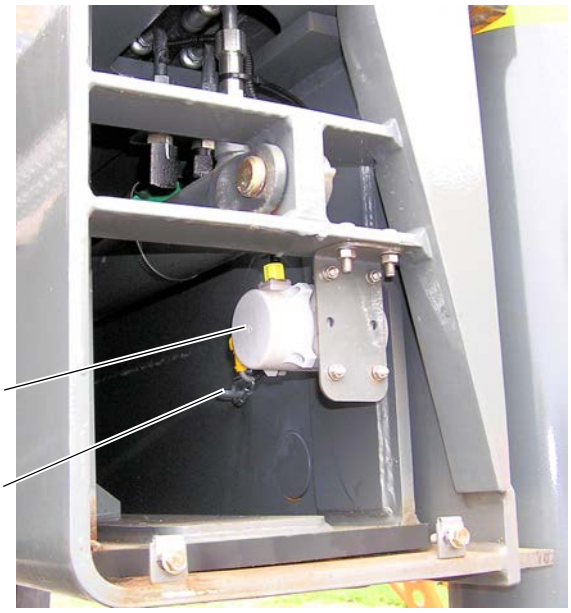

FIGURA 8-23
2. Retire la pinza de resorte del potenciómetro en serie del OMS (1) (Figura 8-23) del punto de conexión en la viga del estabilizador.
1. Instale el potenciómetro en serie dentro de la viga de estabilizador (Figura 8-23).
3. Conecte la pinza de resorte del potenciómetro en serie del OMS (1) al punto de conexión en la viga del estabilizador.